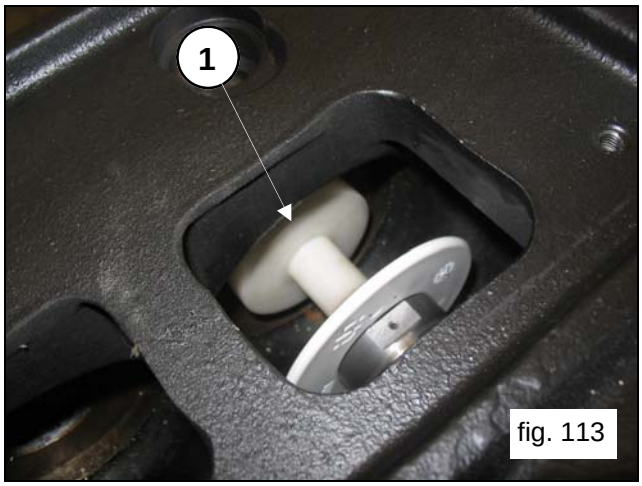

fig. 113
Insert the stopper tool cod.27516600 between the piston guide and the piston (pos.①, fig.113).